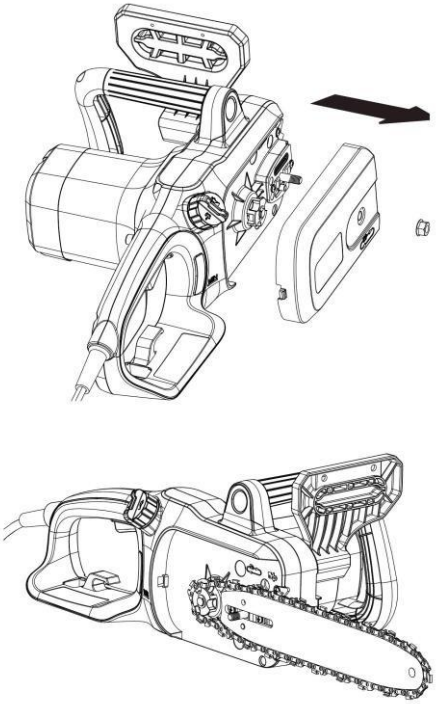

Fig. 5
2. Loosen the retaining nut with the spanner and remove it together with the cover (Fig. 5).
5. Align the guide bar and saw chain assembly with the drive sprocket and bolt. Lay the saw chain around the drive sprocket and then lower the guide bar to install it to the bolt (Fig. 5).